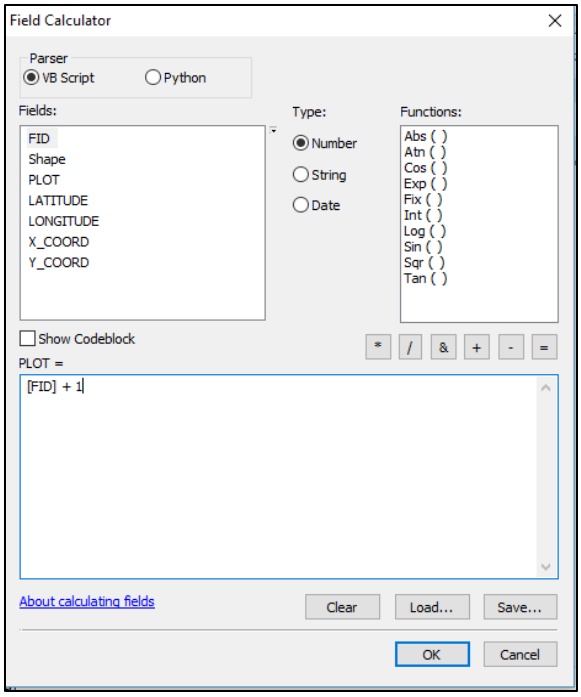

Figure 13. Field Calculator Formula
2.3.1.2 Write the formula: “[FID] + 1” as shown in the image below (Figure 13).